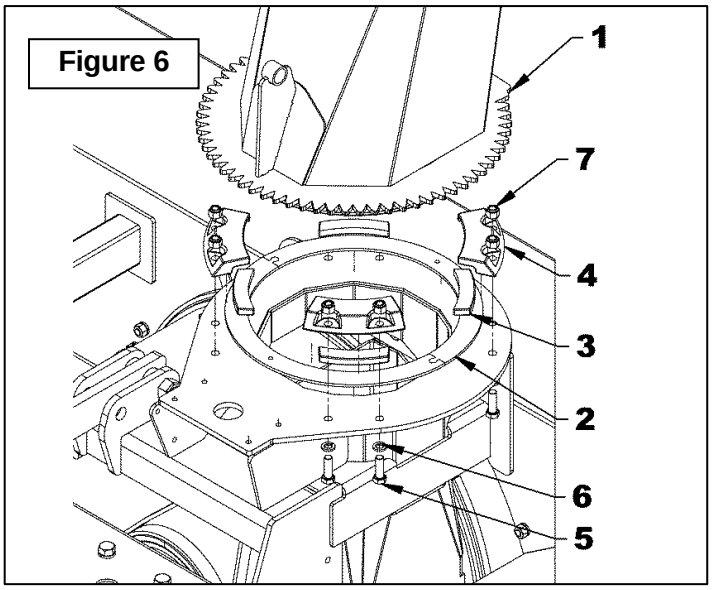

Figure 6
3. **Figure 6:** Assembler les deux plaques anti-friction (item 2) et déposer sur le bâti de la souffleuse de façon à ce qu'elles soient centrées avec la sortie du tambour.
4. **Figure 6:** Déposer la chute (item 1) sur les plaques anti-friction assemblées (item 2).
5. **Figure 6:** Déposer le guide de chute (item 3) sur la base de la chute (item 1). Installer ensuite la plaque de retenue (item 4) à l'aide des deux boulons de fixation 1/2"NC x 1 1/2", rondelles de blocages 1/2" et écrous à bague de nylon 1/2"NC (items 5-6-7).